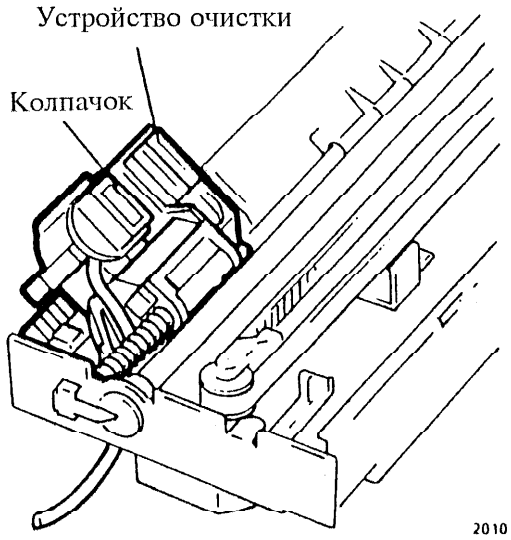

Рис.9. Поддерживающий узел.
2. Почистите поддерживающее устройство, используя мягкую ткань, смоченную водой (рис. 9).